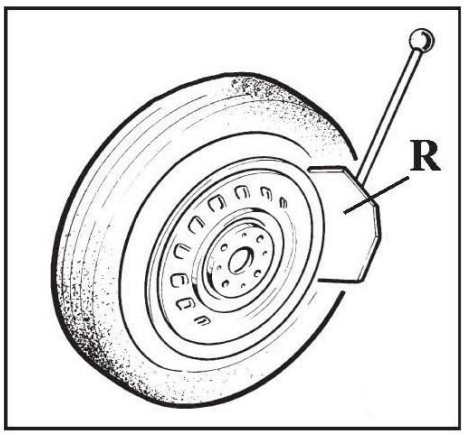

Рис. 8
- Установите колесо на резиновый упор (S) с правой боковины станка.
- Приблизьте отжимную лопатку к борту шины на расстоянии 1 см от закраины обода (рисунок 8). Следите за тем, чтобы лопатка опиралась на покрышку, а не на обод.
- Нажмите на педаль (U). Отжимное устройство будет приведено в действие. При отрыве борта отпустите педаль.